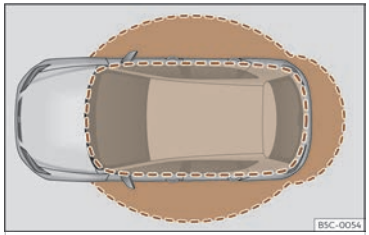

Fig. 75 Keyless Access: proximity zones.
- The vehicle is unlocked when the vehicle key is detected nearby ››› Fig. 75. All turn signals flash twice.